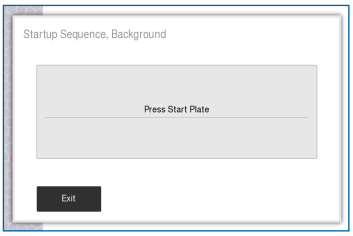

Figure 23: Startup Menu
- When complete the background results are displayed. Results should not be higher than values shown in *figure 23*.